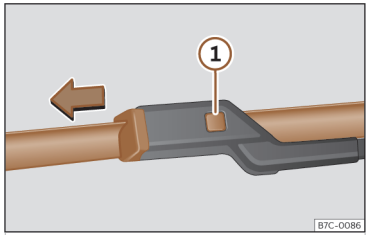

Fig. 199 Cambio de las escobillas del limpiaparabrisas.
- Mantenga presionada la tecla de desbloqueo ››› fig. 199 ① tirando ligeramente de la escobilla en el sentido de la flecha.